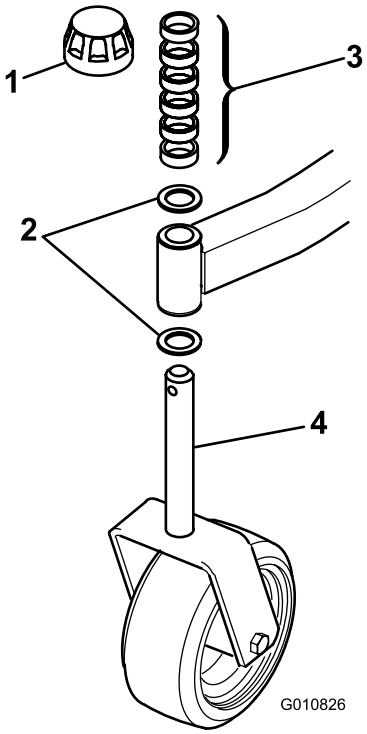
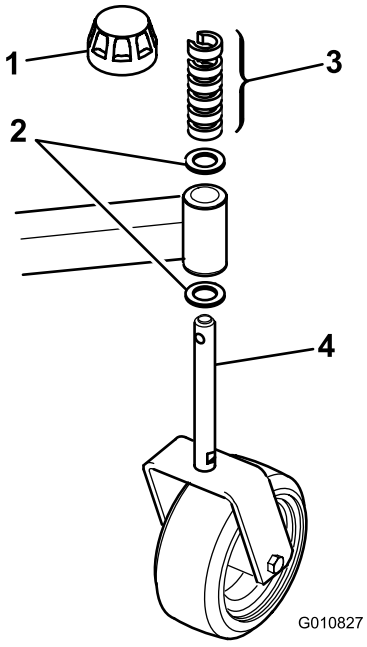

Figur 2
Figur 3
1. Fjern strammehætterne fra spindelakslerne, og skub afstandsklodserne og trykskiverne af (Figur 2 og Figur 3).